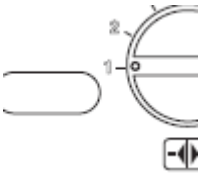

рис. 8.6
• Чтобы выйти из программирования, установите переключатель функций 3 на OFF (рис.8.6), или отключите котёл от электропитания.